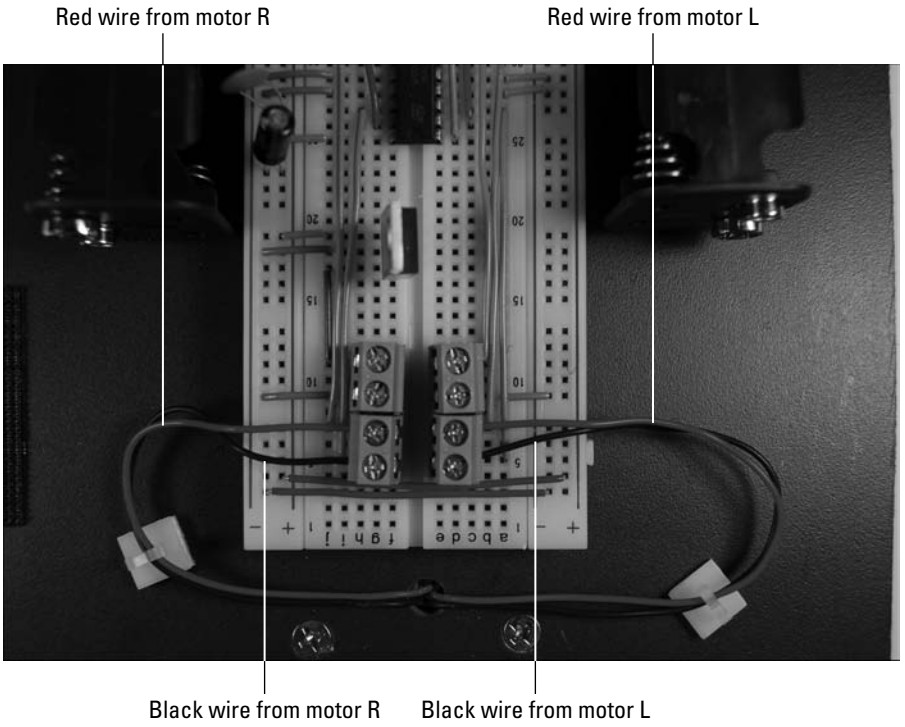

Figure 11-40: Wire the motors onto the breadboard.
12. **Attach wires from the motors to the terminal blocks, as shown in Figure 11-40.**